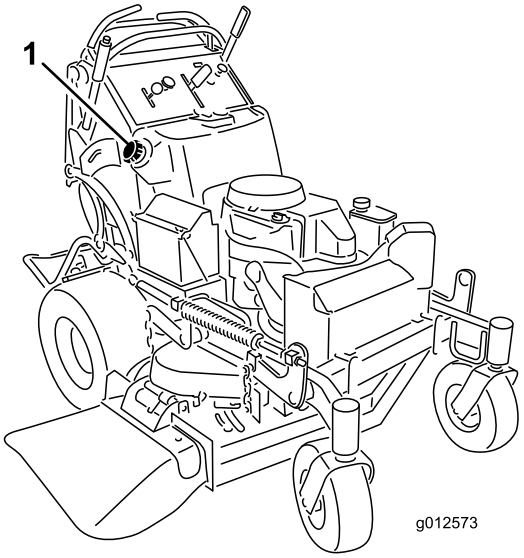

Figur 51
5. Brug håndpumpen til at tappe brændstoffet over i en ren brændstofdunk (Figur 51).